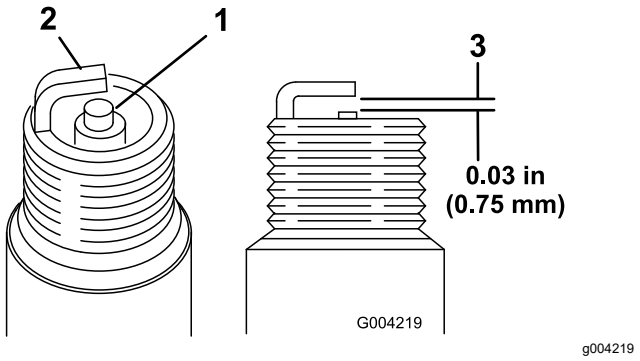

**Figure 48**
1. Look at the center of both spark plugs (Figure 48). If you see light brown or gray on the insulator, the engine is operating properly. A black coating on the insulator usually means the air cleaner is dirty.
2. Check the gap between the center and side electrodes (Figure 48).
3. Bend the side electrode (Figure 48) if the gap is not correct.